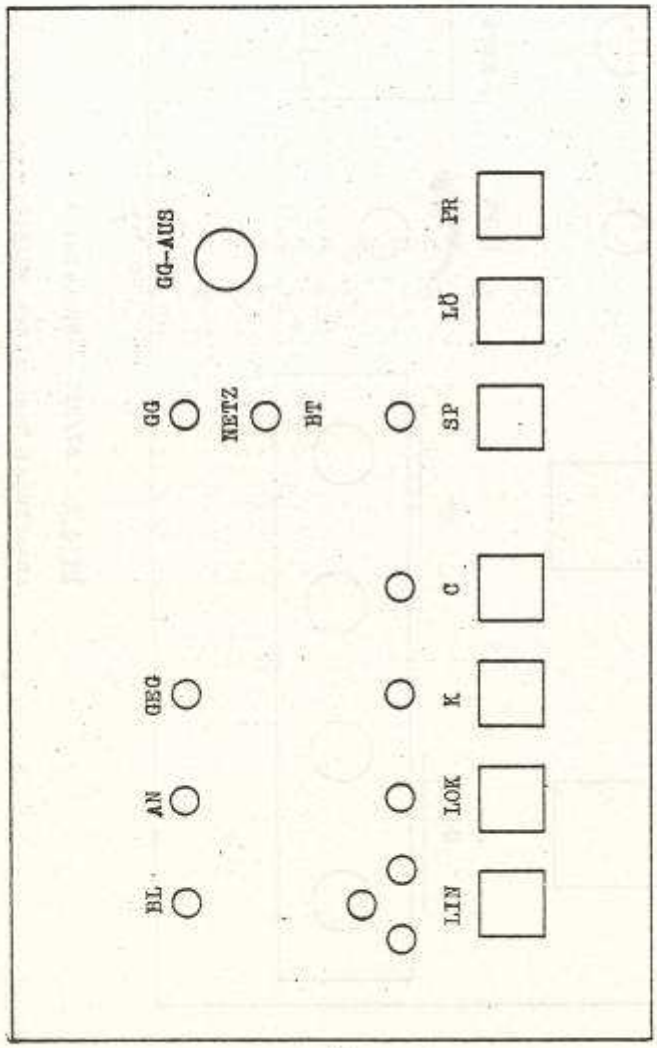

Bild 1: BT/BTZ - Vorderansicht
2.1. Bedeutung der Bedienelemente (Bild 1)